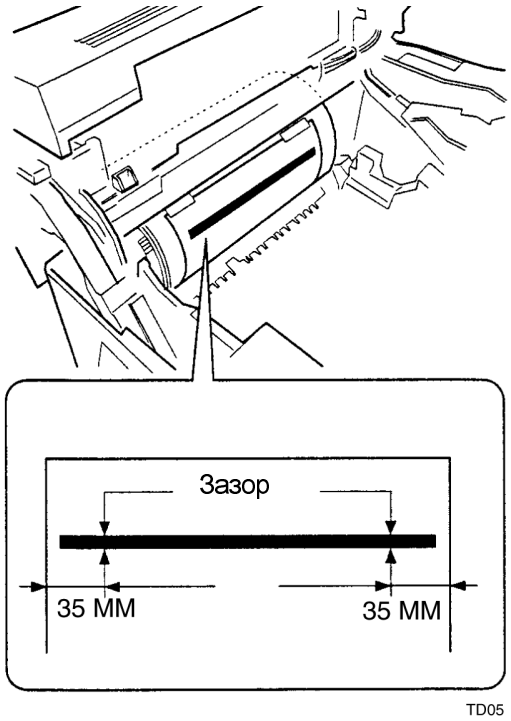

Рисунок 3. Измерение зазора
3. (Рисунок 3): Ослабьте винты и перемещайте соленоид, пока рычаг не остановит муфту при включенном соленоиде.
8. (Рисунок 3): Измерьте ширину изображения на бумаге (зазор). Сделайте два измерения, каждое на расстоянии 35 мм от кромки бумаги.